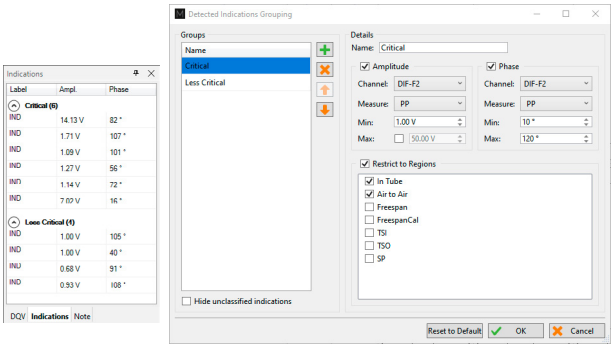

Figure 7: Grouping tool enabling quick identification of critical defects.
- **Defect grouping:** Identifies the most relevant indications to report based on user-defined criteria as shown in Figure 7. Additionally, users can hide "unclassified" indications to focus on specific groups.